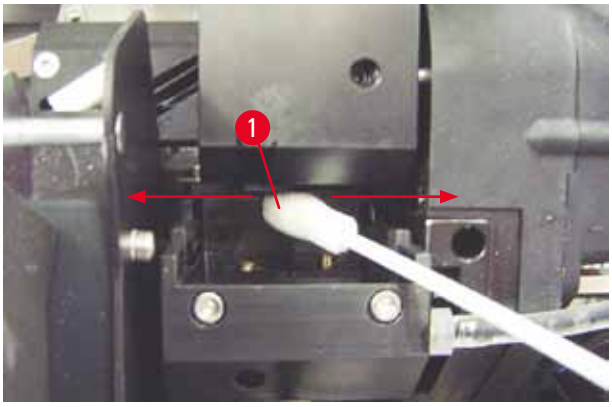

Afb. 51
5. Steek het staafje voorzichtig in het gat onder de printkop (→ "Afb. 51"). Druk het lichtjes naar boven (tegen de printkop) en beweeg het staafje op en neer (ca. 10 keer). Resten van opgedroogde inkt worden opgelost en verwijderd.